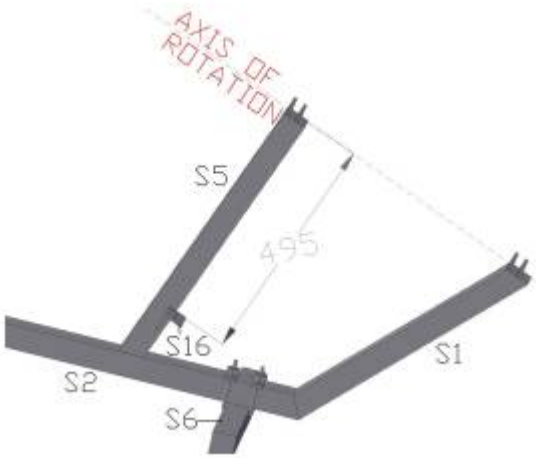

Fig. 24: Position du montant de l'horloge
1. Souder S16 (le montant de l'horloge) à l'ouest de S5 (du coté du pivot pour le modèle debout) à 495mm de l'axe de rotation. Voir fig 24